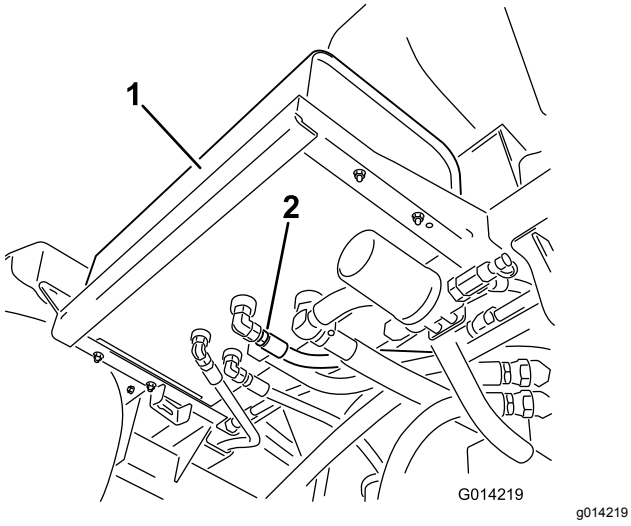

Figuur 93
2. Reinig de omgeving van een fitting van een hydraulische slang onderaan de hydraulische tank (Figuur 93).
4. Verwijder de fitting van de slang uit de tank zodat de vloeistof in de opvangbak kan lopen (Figuur 93).